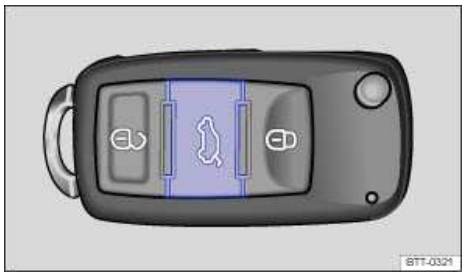

Fig. 29 In the remote control vehicle key: Button to unlock the rear hatch.
- Press the button on the remote control vehicle key ⇒ fig. 29 to unlock the rear hatch. Then open the rear hatch using the Volkswagen emblem.